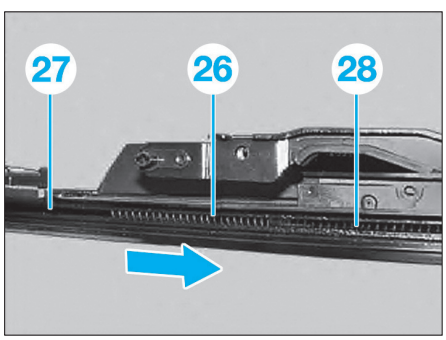

Fig. 144
• A l'aide d'une cale plate, faire coulisser le ressort de butée (26) vers l'avant dans le rail de guidage (27) jusqu'au câble d'entrainement (28) **(Fig.144)**.